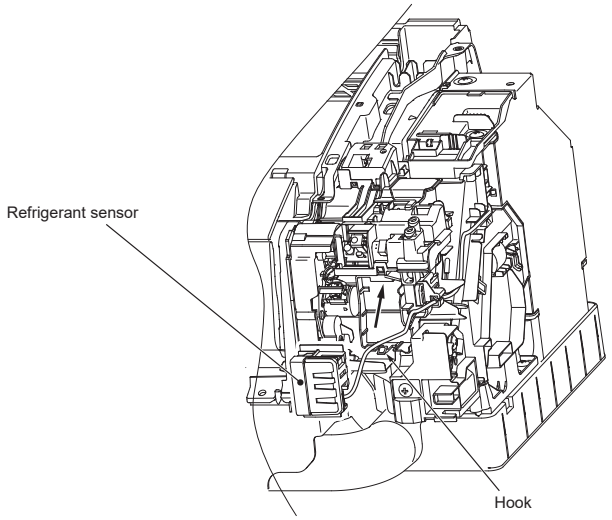

Fig. 2
2) Insert the refrigerant sensor in the direction of the arrow and then fix it with the hook. (Fig. 2)